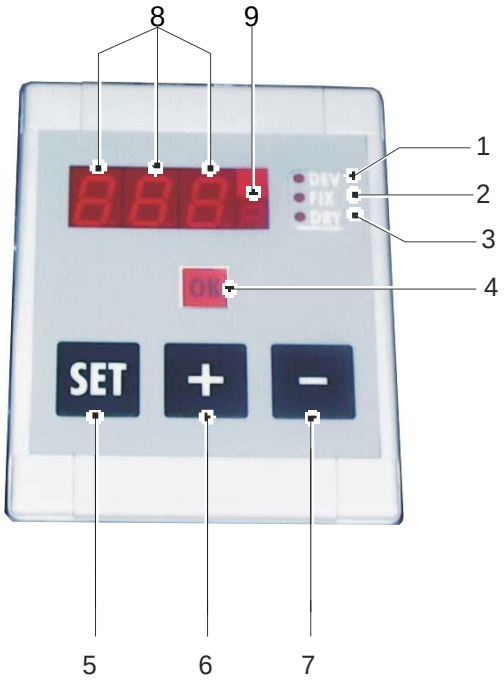

Рис.8
- На дисплее отображается температура проявителя на текущий момент, например: 26,3°C/ 79° F (рис. 8 № 8).
- После включения проявочной машины Structurix U о готовности ее к эксплуатации сигнализирует загорающаяся лампа "OK" (рис. 8, № 4).